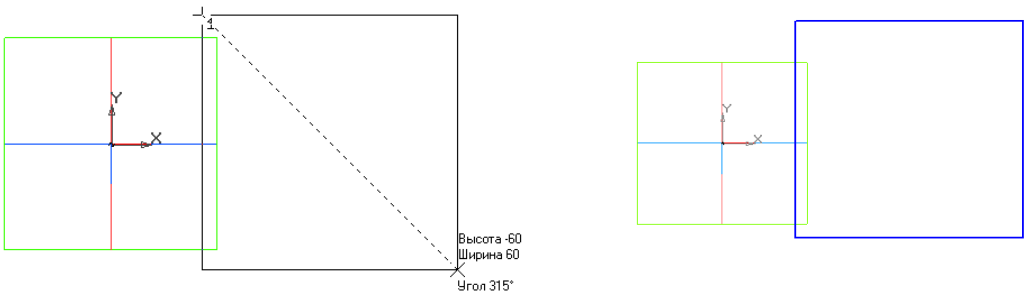

Рис. 5.1. Фантом и эскиз первого сечения – Прямоугольник – в **Горизонтальной плоскости.**
1.8. Используя подсказки системы, постарайтесь построить квадрат (рис. 5.1).